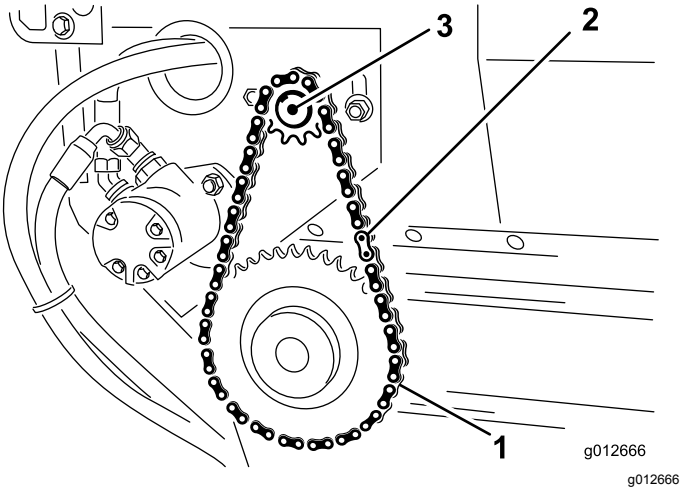

**Figur 33**
1. Monter kæden på det lille kædehjul, og fastgør kæden med hovedleddet (Figur 33).